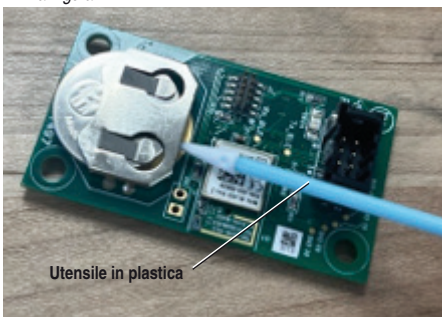

**Figura 4 – Rimozione della batteria dalla scheda**
4. Rimuovere la batteria a bottone (CR2032) dalla scheda LED utilizzando un utensile in plastica non conduttiva. Inserire una nuova batteria a bottone (CR2032) con il polo positivo rivolto verso l'alto. Smaltire correttamente la batteria esaurita. *Vedere la Figura 4.*